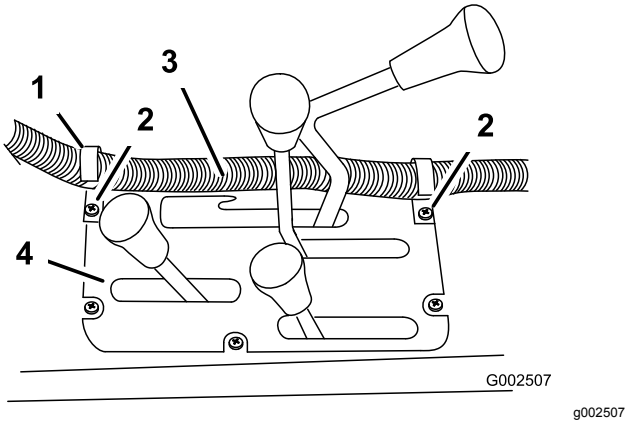
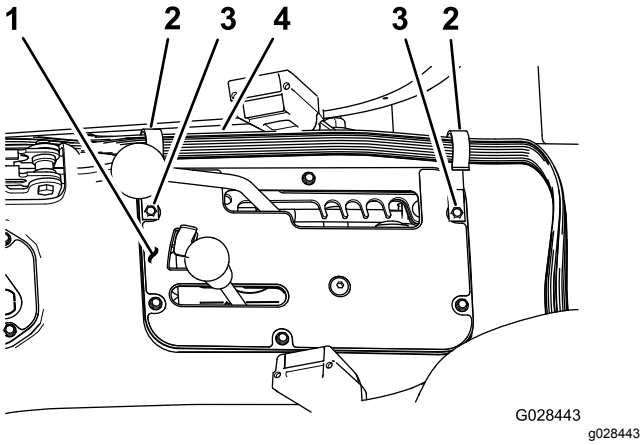

Figur 19
Figur 20
1. Montera två J-klämmor i mittkonsolen på punkterna vid Figur 19 eller Figur 20 med de befintliga skruvarna.